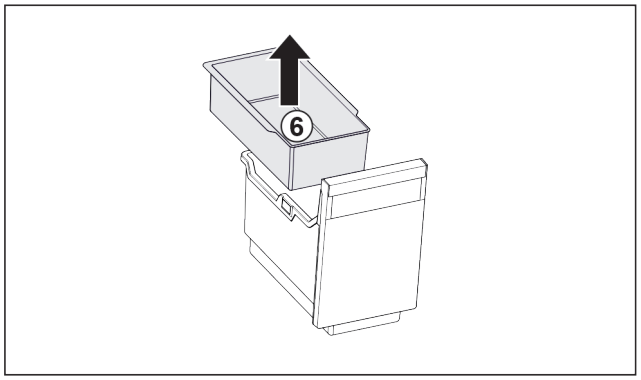

Fig. 42
▶ Извлеките *Fig. 42 (6)* подвесной лоток.